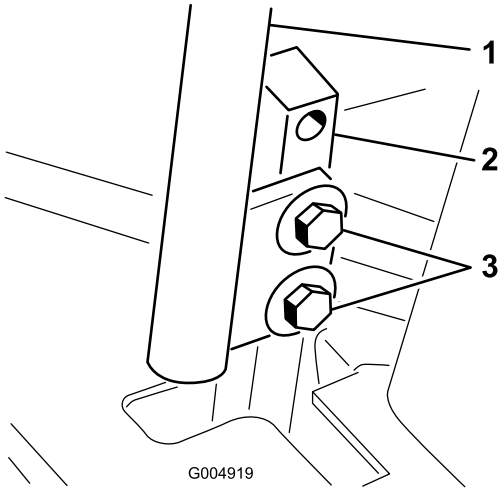

Figur 61
3. Løsne boltene som fester kontrollspakene (Figur 61)